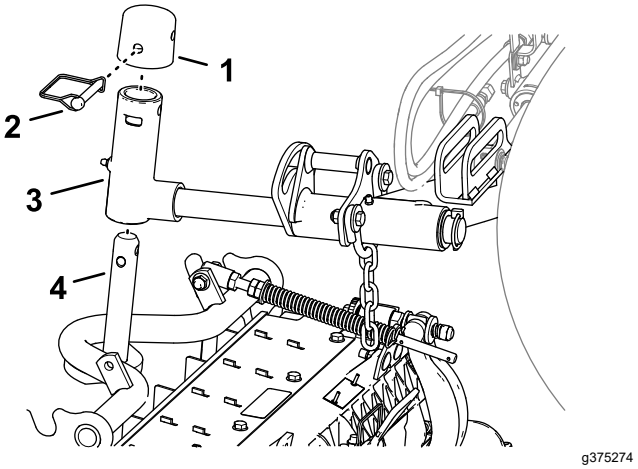

Figur 23
1. Skub en klippeenhed ind under løftearmen (Figur 23).